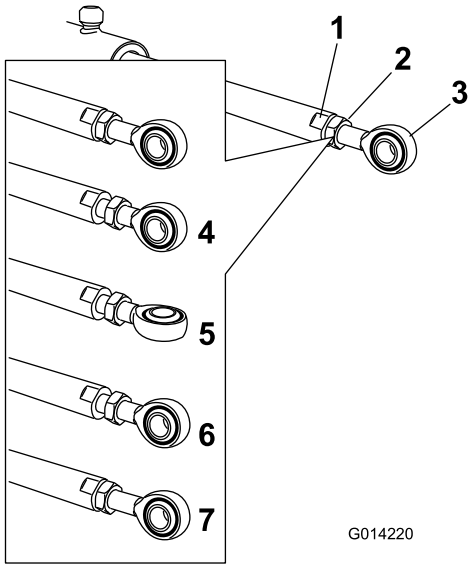

**Bild 119**
5. Halten Sie die Aktuatorstange mit einem Schraubenschlüssel an den Flächen der Stange fest und lösen Sie die Klemmmutter (Bild 119).
6. Drehen Sie das Stangenende in der Aktuatorstange, um den ausgefahrenen Aktuator auf die gewünschte Stellung zu verlängern oder zu verkürzen (Bild 119).